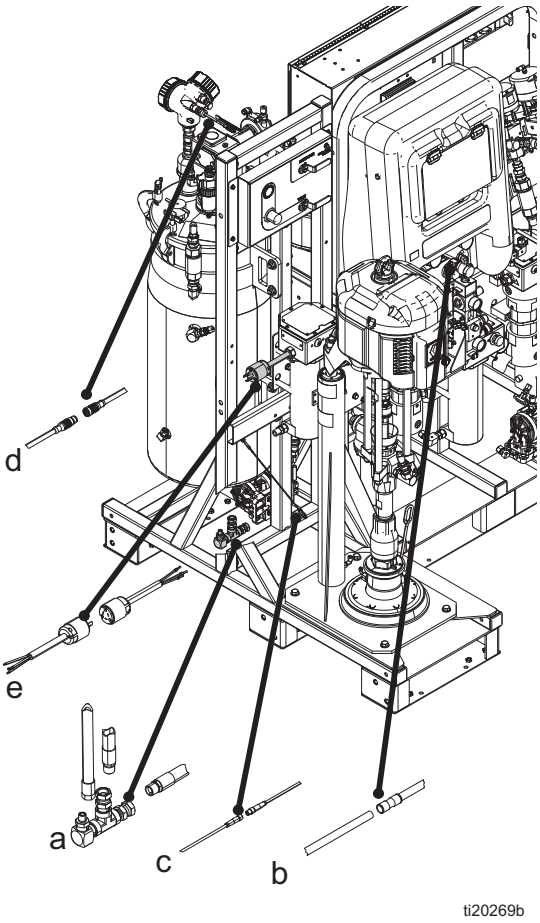

**Rys. 15**
a. Połączyć czerwony wąż pneumatyczny 1/2 cala ze złączem obrotowym. Patrz element „a" na Rys. 15.
b. Połączyć pneumatyczny przewód sygnałowy o średnicy zewnętrznej 0,635 mm (1/4 cala) z rurką ze złączem. Przewód ten przenosi sygnał kontrolny pompy zasilającej. Patrz element „b" na Rys. 15.
c. Połączyć mały kabel ze złączem M8 z odpowiednim złączem M8. Patrz element „c" na Rys. 15.
d. Połączyć większy kabel ze złączem M12 z odpowiednim złączem M12. Jest to połączenie czujnika poziomu. Patrz element „d" na Rys. 15.